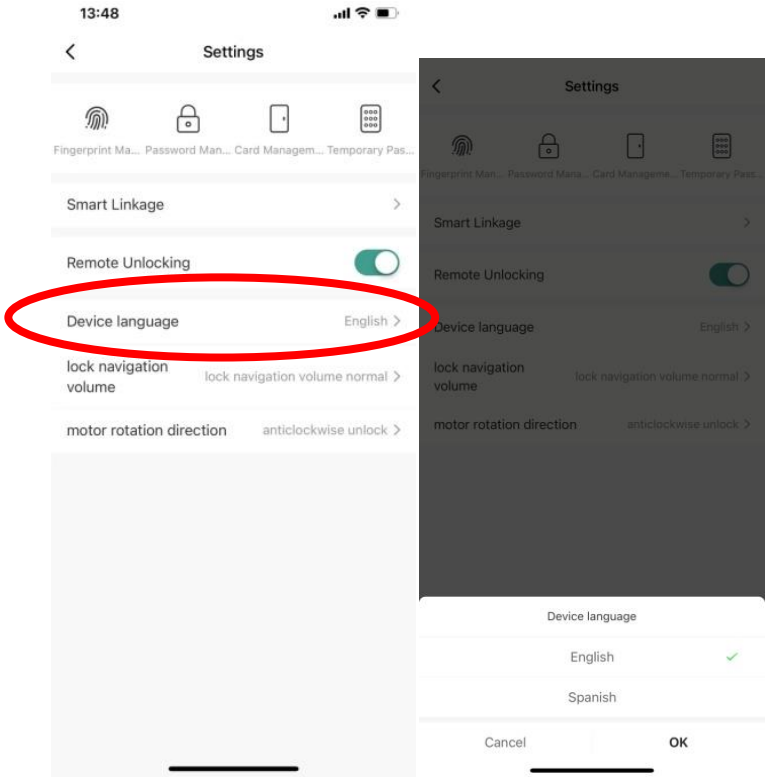

Figure P-9
(9) Choose Languages(See **Figure P-9)**